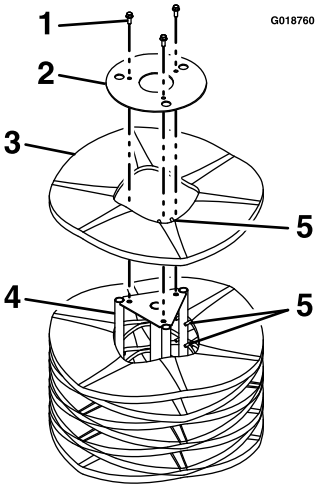

Figur 35
5. Still børstekjerneenheten i horisontal stilling slik at den avtakbare endeholderplaten vender oppover (Figur 35).
6. Fjern og behold monteringsdelene fra endeholderplaten (Figur 35).
8. Monter de(t) nye segmentet/segmentene ved å forskyve innrettingsrillene som vist i Figur 35.